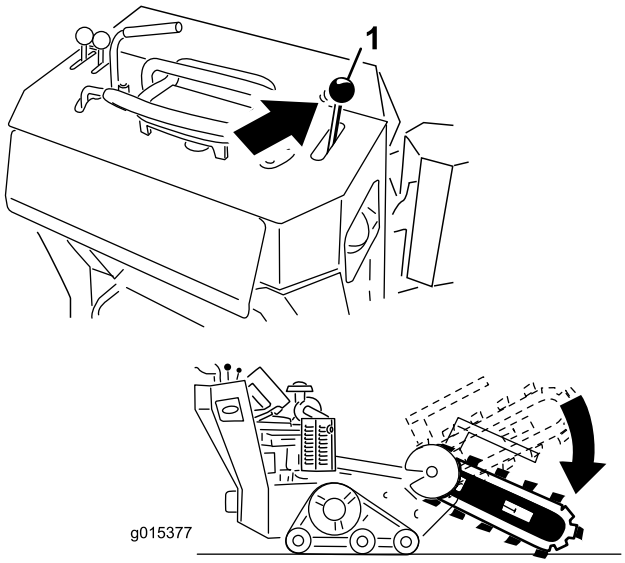

Rysunek 20
2. Opuść wysięgnik (Rysunek 20).